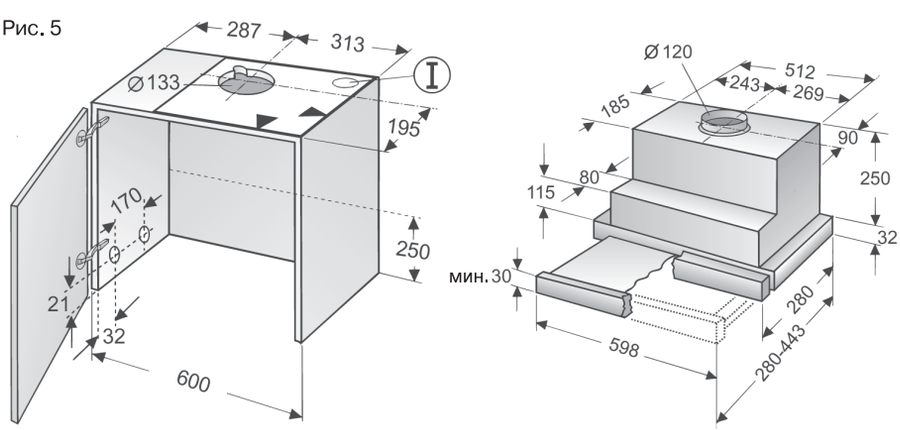

Рис. 8
Эта вытяжка предусмотрена для установки в основной шкаф со следующими размерами (рис. 8):
2. Наметьте на внутренних стенках шкафа справа и слева по две точки – места, где будет крепиться вытяжка (рис. 8).
- ❑ **Для того, чтобы наметить места крепления вытяжки, воспользуйтесь прилагаемым шаблоном II (рис. 8).**
- ❑ Места крепления вытяжки на шаблоне рассчитаны таким образом, чтобы можно было установить на корпусе планку с ручкой толщиной 20 мм (рис. 8).
Для этого шаблон II соответственно сдвиньте назад (рис. 8).